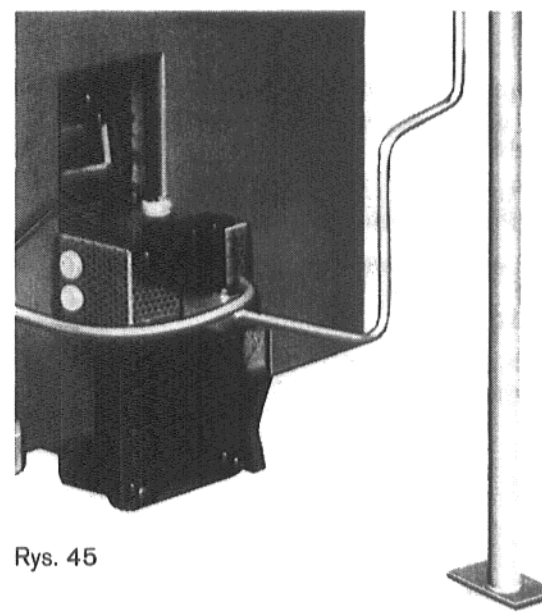

Rys. 45
- Szczeliny śruby mocującej przykrycia przezroczystego aparatu regulacyjnego ustawić w położenie poziome (np. przy pomocy monety) i przykrycie przezroczyste wsunąc od przodu. Szczelinę śrubową ustawić pionowo (p. Rys. 45).
Przewody przyłączowe wprowadzić przez przepusty kablowe w część górną ochrony przed dotknięciem (Rys. 45).
Część górną ochrony przed dotknięciem należy dwoma śrubami mocującymi przykręcić do części dolnej (Rys. 45).